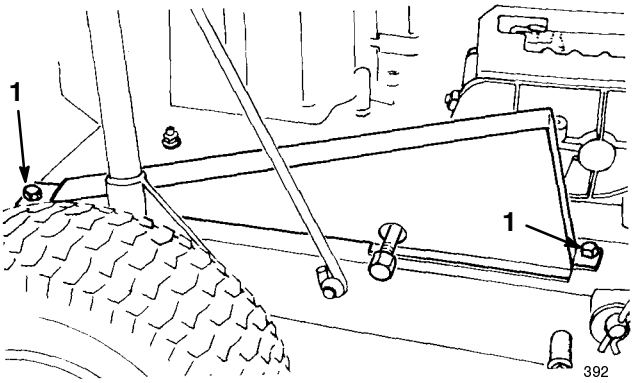

Figure 26
1. Retirer les deux vis de fixation du carter de chaîne au châssis de la machine, et déposer le carter de chaîne (Fig. 26).